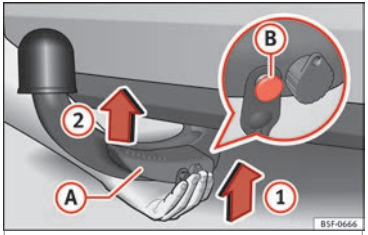

Rys. 226 Montaż demontowalnego złącza kulowego/ Bolec zwalniający w położeniu zamontowanym.
- Uchwycić złącze kulowe **od dołu** ››› **rys. 226** i wcisnąć w gniazdo haka w kierunku wskazanym przez strzałkę (1) do słyszalnego zablokowania ››› ⚠.